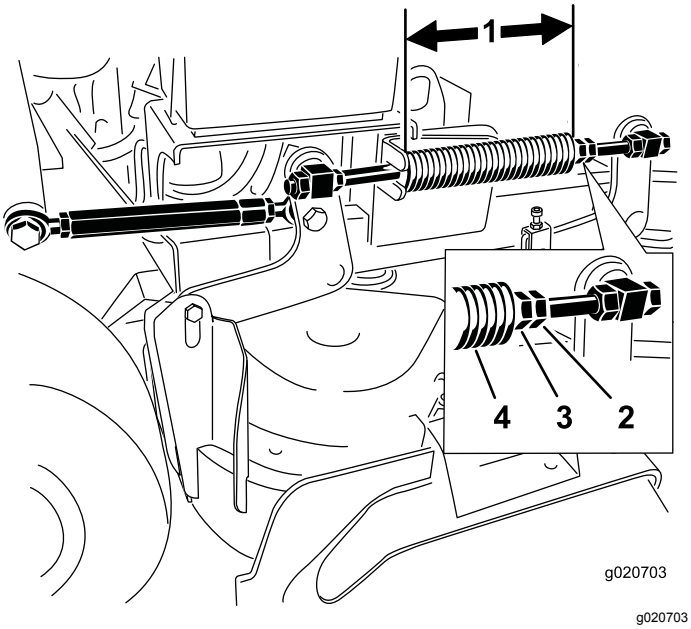

Rysunek 88
Informacja: Wysokość nominalna wynosi 28,2 cm dla podwozia tnącego o szerokości 91 cm i 25,7 cm dla podwozia tnącego o szerokości 102 cm (Rysunek 88).
3. Wyreguluj odległość, odkręcając przeciwnakrętkę sprężyny z przodu każdej sprężyny (Rysunek 88).
4. Zablokuj nakrętkę, dokręcając przeciwnakrętkę sprężyny (Rysunek 88).